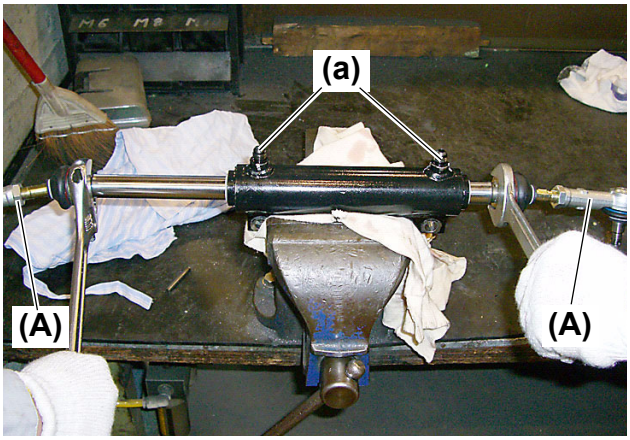

Fig. 9
13. Using two (2) open end wrenches or adjustable wrenches, remove the tie rod assemblies **(Fig. 9, (A))** from the Power Steering (PST) cylinder.
- **If the Power Steering (PST) cylinder rod moves, internal oil exits out from the fittings (Fig. 9, (a)). So, wear safety goggles during working.**